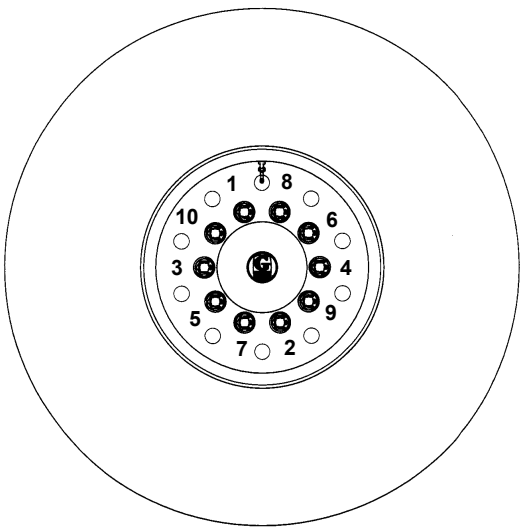

FIGURA 8-13
6. Aperte as porcas parafuso na sequência mostrada com torque preliminar de 68 Nm (50 lb-pé) (consulte a Figura 8-13).
7. Continue a apertar as porcas parafuso na sequência mostrada, até que todas as 10 estejam apertadas com torque de 610 a 678 Nm (450 a 500 lb-pé) (consulte a Figura 8-13).